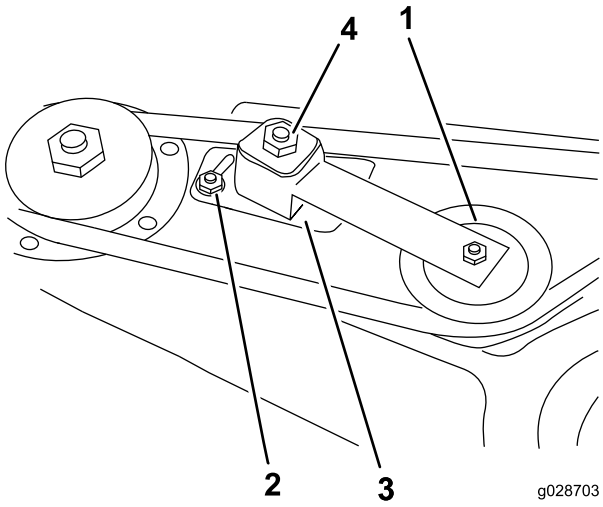

Figur 3
3. Løsne de to mutterne som fester lederullplaten, slik at lederullen får lavere spenning på remmen (Figur 3).